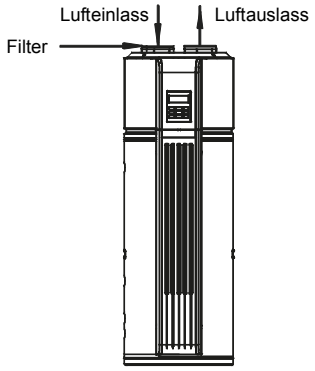

Abb. 3-8
5) Filter am Lufteinlass installieren: Wird eine Luftleitung am Gerät angeschlossen, muss ein Luftfilter am Eingang installiert werden. (Abb. 3-8, 3-9)